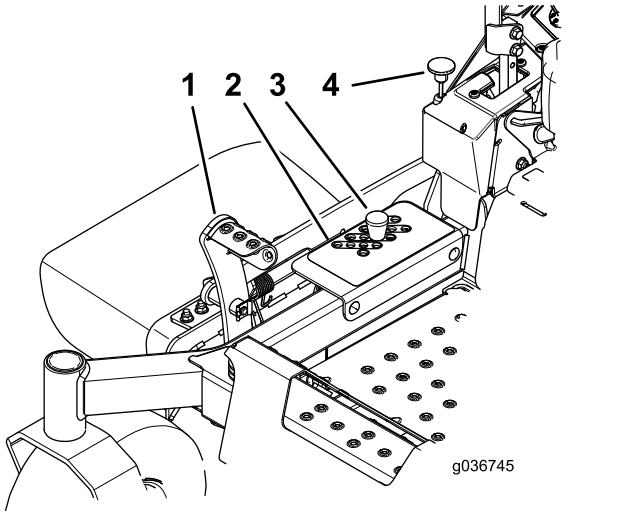

Figure 29
2. Appuyez sur la pédale de levage du plateau avec le pied et élevez le plateau à la position de TRANSPORT (qui est aussi la position de hauteur de coupe de 127 mm), comme montré à la Figure 29.
3. Retirez l'axe du support de hauteur de coupe (Figure 29).
4. Placez la goupille dans le trou du support correspondant à la hauteur de coupe voulue (Figure 29).